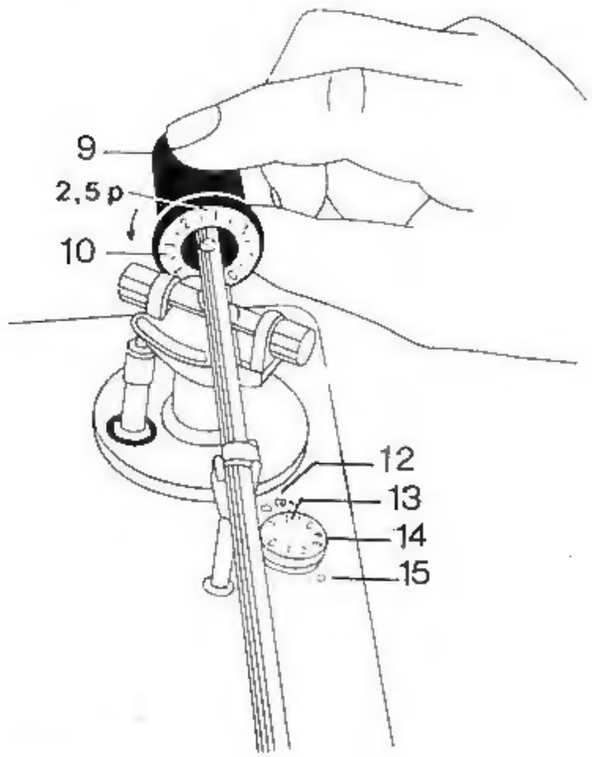

Fig. 7
1.6.3 **Einstellen der Auflagekraft** (Fig. 7)
Verdrehen Sie nun Ausgleichsgewicht (Fig. 7—9) einschließlich Skala entgegen dem Uhrzeigersinn so, daß der gewünschte Wert der Auflagekraft oben steht. Für das normalerweise mitgelieferte Abtastsystem ELAC STS 155 wird eine Auflagekraft von 2,5 Pond empfohlen.
1.6.4 **Antiskating-Abgleich** (Fig. 7)
Dieser Effekt wird mit dem Antiskating-Regler (Fig. 7—13/14) kompensiert, wenn er auf den gleichen Wert wie die gewählte Auflagekraft eingestellt wird (also bei 2,5 Pond Auflagekraft Antiskating-Regler auf 2,5 stellen). Für elliptische bzw. CD 4-Abtastnadeln wird dieser Wert auf der Skala Fig. 7—13 der Marke 12 gegenübergestellt, für konische Nadeln wird der Reglerwert der Skala 14 der Marke 15 gegenübergestellt.